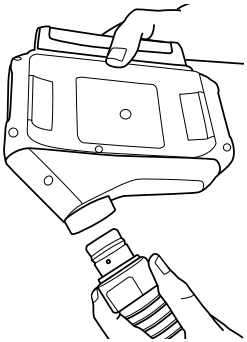

Fig. 9 Extracción del tubo de respiración
4. Extracción: Invierta el motor/soplador de arriba a abajo de manera que el tomacorriente mire hacia abajo (Fig. 9) para ayudar a minimizar la posibilidad de contaminación del tomacorriente.